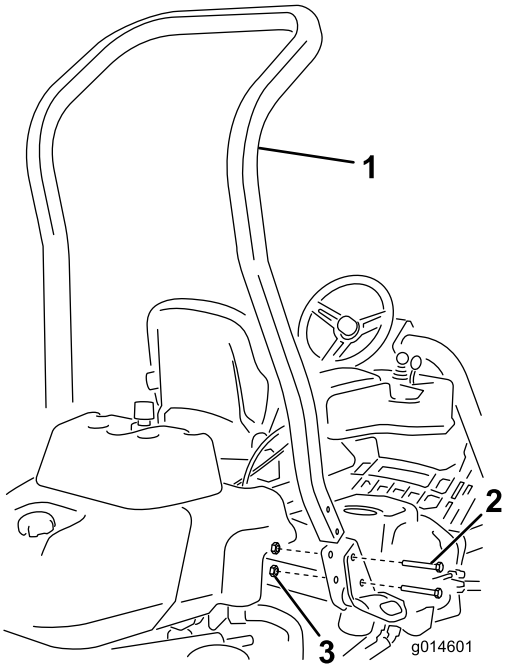

**Figure 3**
3. Montez l'arceau de sécurité dans les logements prévus de chaque côté de la machine au moyen de 4 boulons (1/2 x 3-3/4 po) et 4 écrous à embase (1/2 po) (Figure 3)